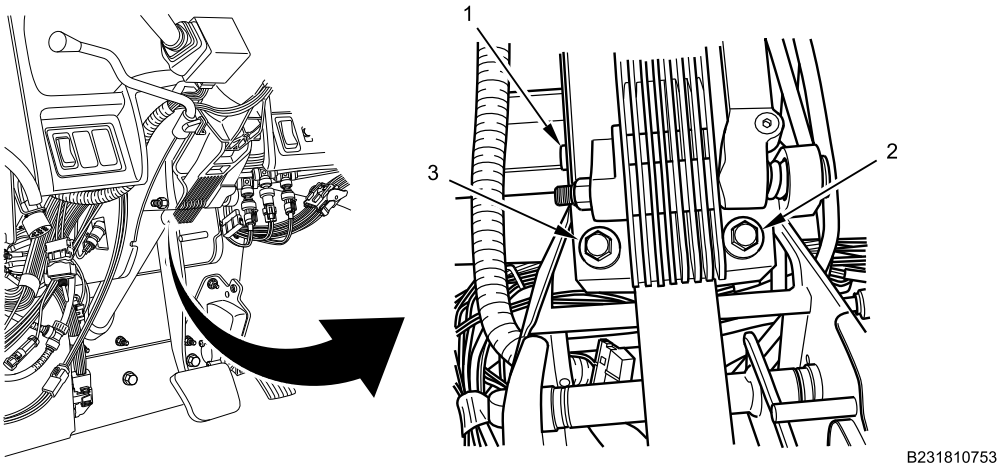

Figure 3. Steering Column Bolts.
5. Remove IP steering column bolts (Figure 3, Item 2 and 3) from steering column (Figure 3, Item 1).